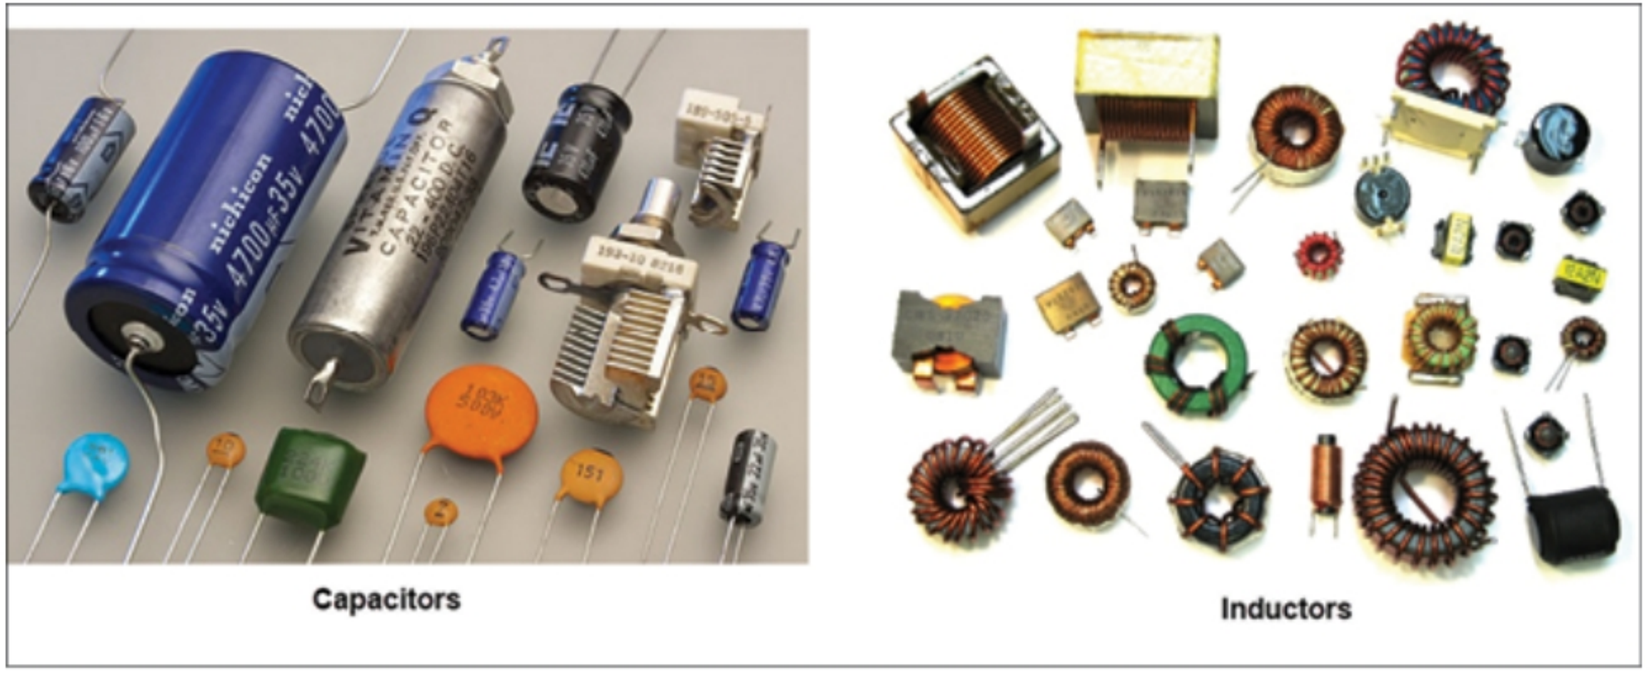

Figure-9. Capacitors and Inductors
Capacitors and Inductors, both draw power from the source, store it and then discharge it when there is a sudden change in current/voltage in the circuit. Both the components are widely used in filtering signals and AC circuits. The main difference between the two is how they store the energy. A capacitor stores the energy in the form of electrical field in a dielectric material trapped between two conductor plates. However, an inductor stores the energy in the form of magnetic field in coils and loops. Also, a capacitor activates on change in potential difference whereas inductor acts when there is a change in current. The unit of capacitance is farad (F) which describes the amount of current (in ampere seconds) a capacitor can store/discharge per volt change. The symbol for capacitor is C in a schematic. The unit of inductance is henry (H) which describes the amount of voltage (in volt seconds) it can provide per ampere in case of change in current of circuit. The symbol for inductor is L in a schematic. You can easily identify capacitors and inductors by looking at them; refer to Figure-9.